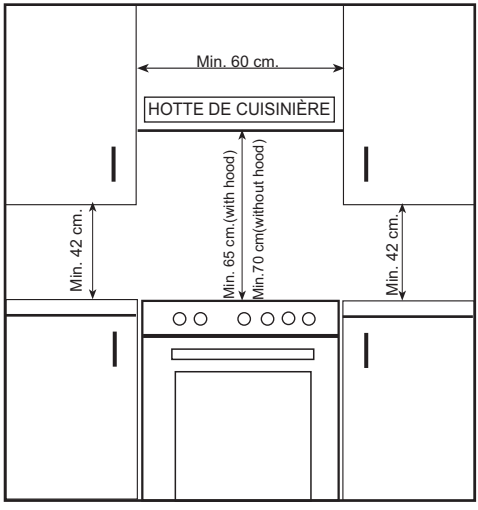

figure 5
La cuisinière peut être placée près d'un autre meuble, mais bien faire attention que la hauteur du meuble ne dépasse pas la hauteur de la cuisinière (fig.5).
- Les dimensions minimums au-dessus de la table de cuisson, de la hotte, des meubles latéraux sont indiquées sur la figure 5. La hotte d'évacuation doit être au moins à 65 cm de hauteur de la table de cuisson. S'il n'y a pas de hotte, la hauteur du meuble situé au-dessus ne doit pas être inférieure à 70 crn.